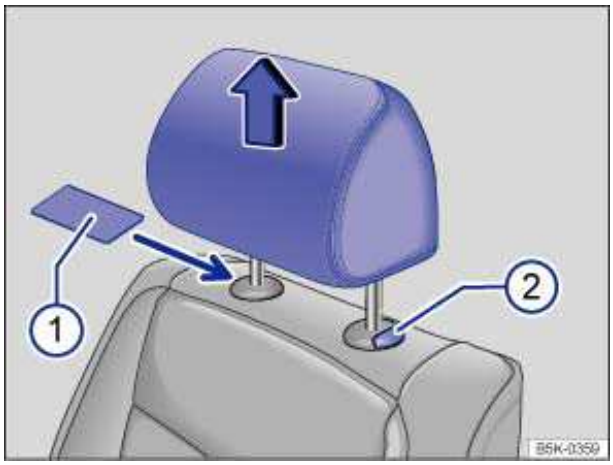

Fig. 40 Removing the front head restraints.
- Slide a flat object, such as a plastic credit card, underneath the right side of the cap on the right-hand seat guide rod ⇒ fig. 40 (1) to unlock the head restraint.
- To release the left-hand guide rod, press button (2) in (towards guide rod) and hold.
- Pull the head restraint out completely while holding button (2).